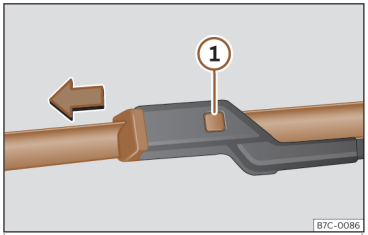

Fig. 38 Cambio de las escobillas del limpiaparabrisas.
- Mantenga presionada la tecla de desbloqueo››› **fig. 38** (1) tirando ligeramente de la escobilla en el sentido de la flecha.